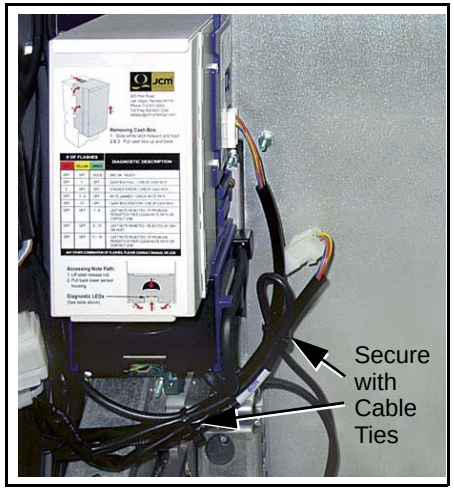

Figure 9 Bundling Cables
15. Route the new wiring down and to the right of the newly installed DBV-301/RC-10 combination (See Figure 9 b), and secure it in place with the remaining cable ties supplied in the kit (See Figure 9).